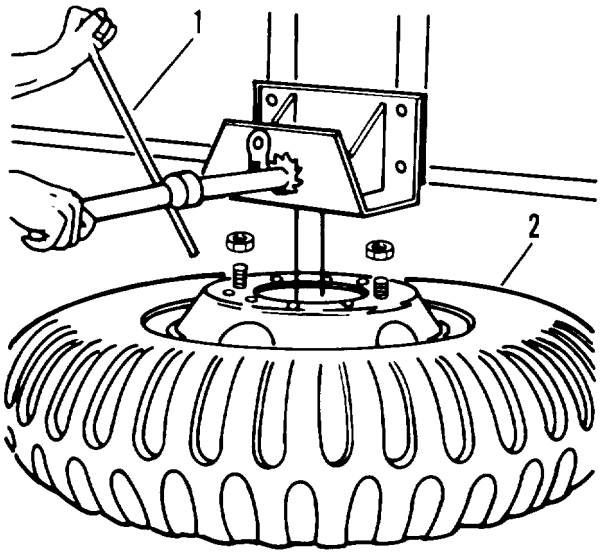

Figure 2-7. Operating spare tire
b. Operated with lug nut wrench (1, figure 2-7).
d. Rotating shaft clockwise raises spare tire (2) to the carrying position.
e. Counterclockwise rotation lowers spare tire (2) to the ground.